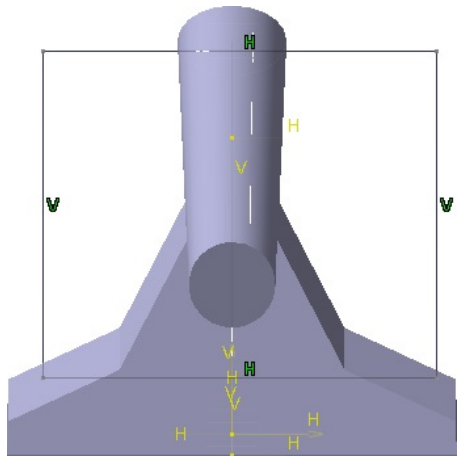

Figure 6-96 *Resulting second feature*
12. Reverse the direction, if needed and choose the **OK** button from the **Pocket Definition** dialog box. The model after creating the second feature is shown in Figure 6-96.